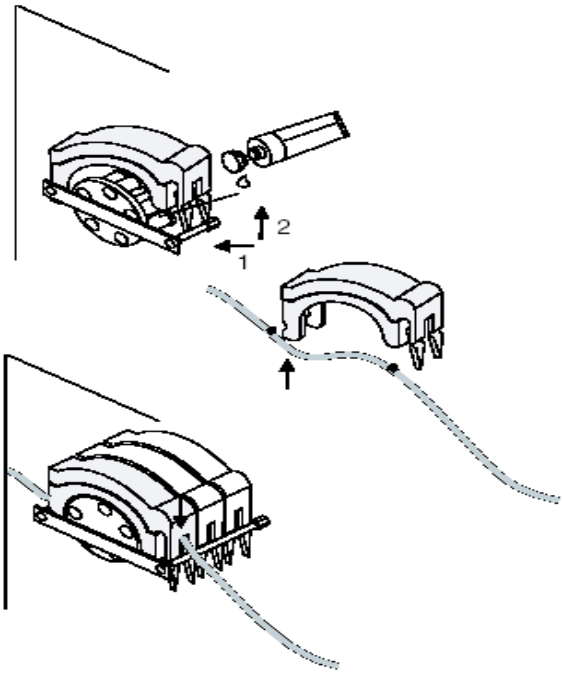

图 5 安装管线
2. 将分析仪上的管线插入夹盘中（如图 5 和表 1 所示）。